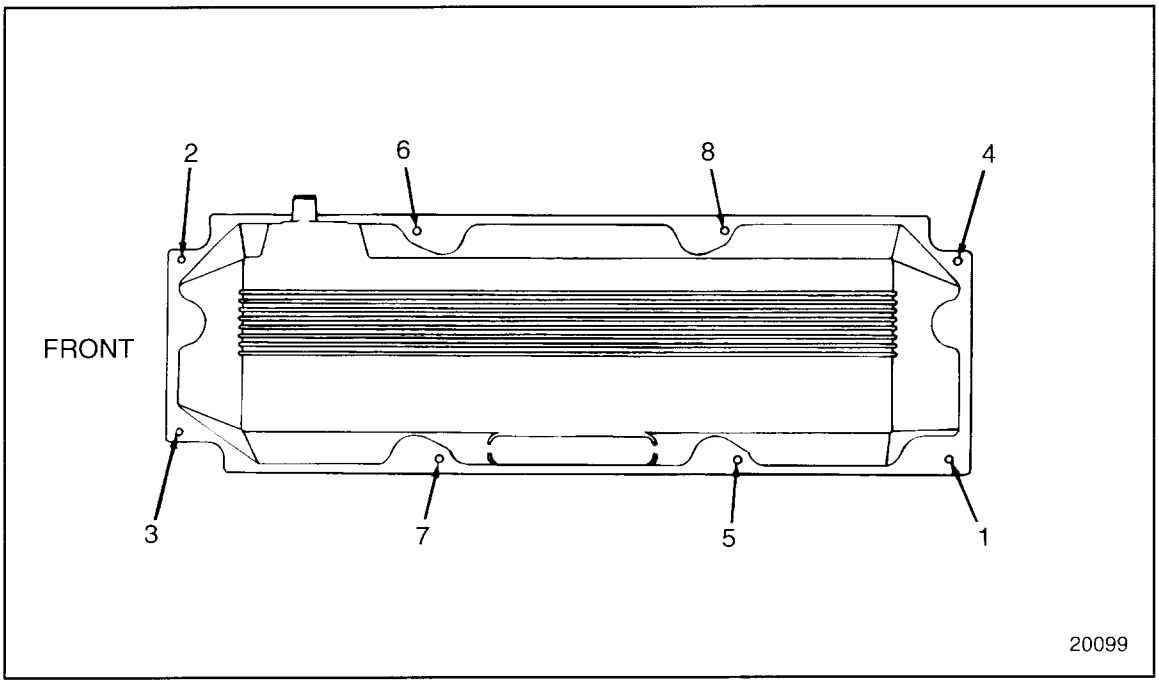

Figure 1-116 Rocker Cover Bolt Tightening Sequence
7. Install the rocker cover cap to the base. Install the eight screws that attach the cap to the base, and torque to 22-25 N·m (16-18 lb·ft) using the torque sequence. See Figure 1-116. Tighten the bolts in two stages, using half-torque value first. The same procedure applies to the intermediate cover installation.